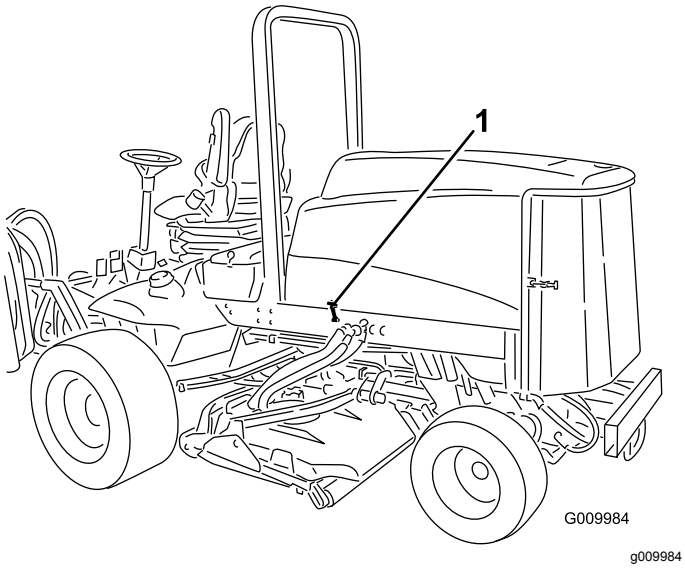

Rysunek 42
1. Zwolnij zatrzaski pokrywy silnika (Rysunek 42) i otwórz pokrywę.